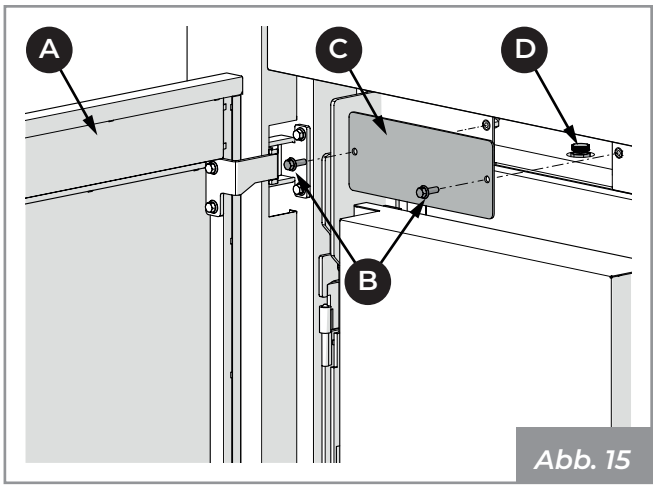

Abb. 15
- Öffnen Sie die Tür (**A**), lösen Sie die beiden Schrauben (**B**) und entfernen Sie den Deckel (**C**), um Zugang zum Entlüftungsventil (**D**) zu erhalten, für den Fall, dass die im Kessel vorhandene Luft während der Ladephase des Systems (**Abb. 15**) beseitigt werden muss.